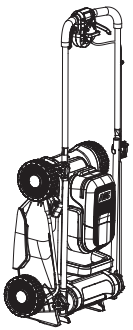

**Fig. 23**
- Guarde o corta-relva numa posição plana ou na vertical (Fig. 23).